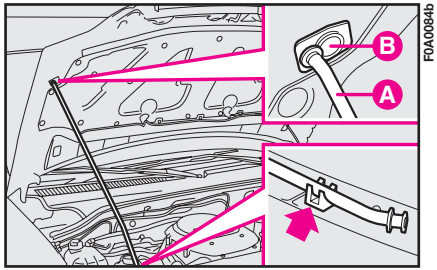

fig. 135
4) Soulever le capot et en même temps dégager la béquille de maintien **A-fig. 135** de son dispositif de blocage, puis engager l'extrémité de la béquille dans l'emplacement **B** du capot moteur.
1) Tenir le capot soulevé d'une main et de l'autre enlever la béquille **A-fig. 135** du logement **B** et la remettre dans son dispositif de blocage.